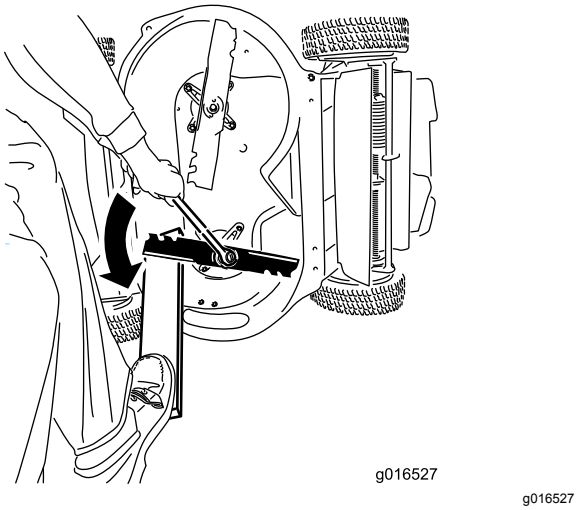

Figur 44
1. Använd en träkloss för att hålla respektive kniv stilla och vrid knivskruven motsols enligt Figur 44.